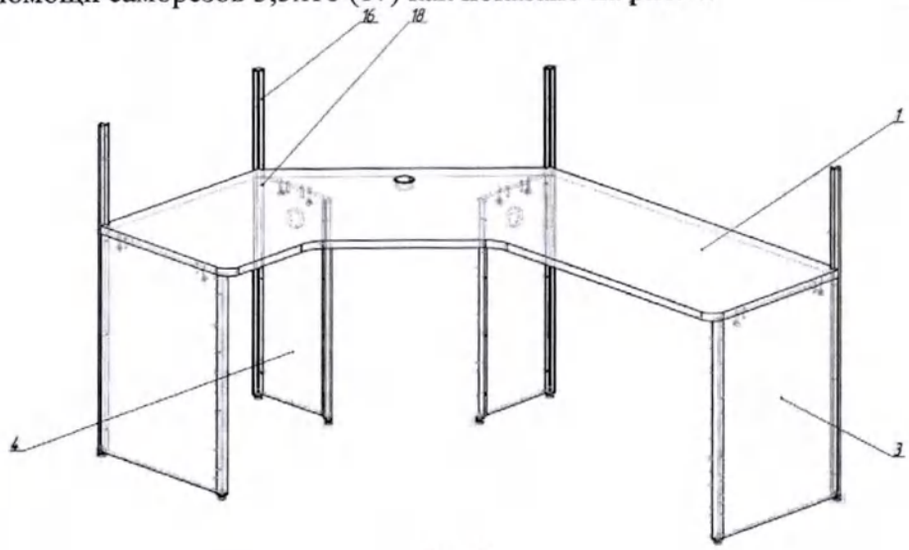

Рис.4
4.9.Закрепить задние профиля (16) на боковинах и стойках стола при помощи саморезов 3,5х16 (17) как показано на рис. 4.